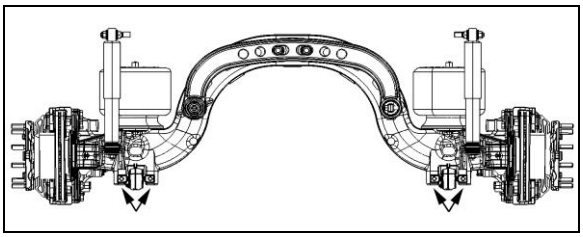

**FIGURE 14: JACKING POINTS ON TAG AXLE** 11023
4. Install jacks under tag axle jacking points to support the axle weight (Figure 14).